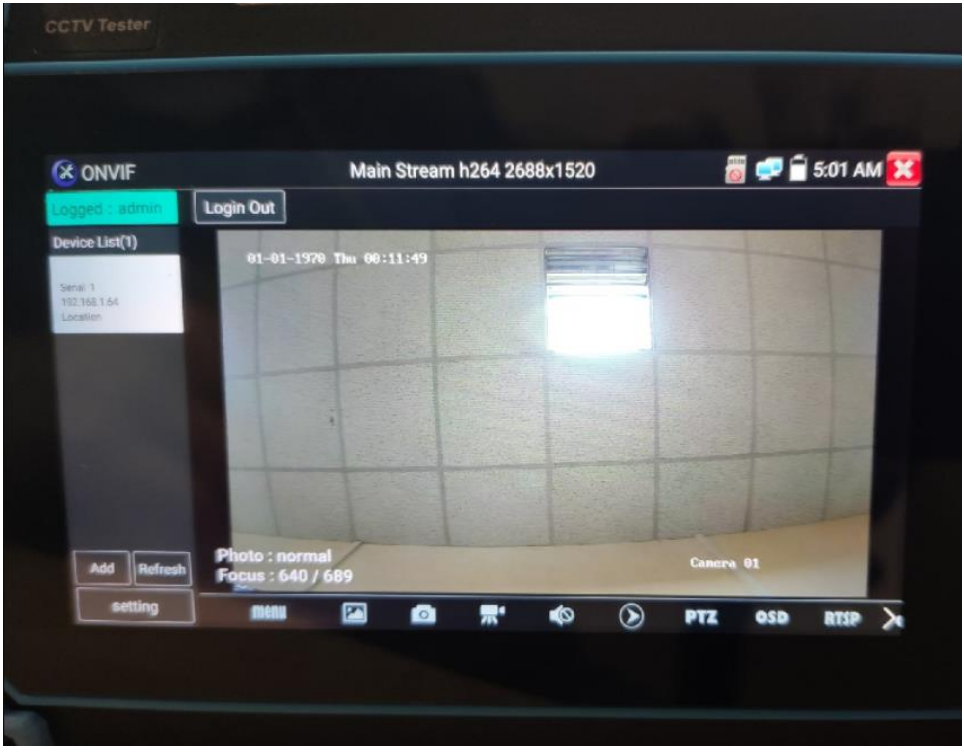

Рис. 16 Пример успешного подключения IP-видеокамеры к тестеру через ONVIF
3. Нажмите на устройство, появившееся в списке слева. Должно появиться изображение (рис. 16)